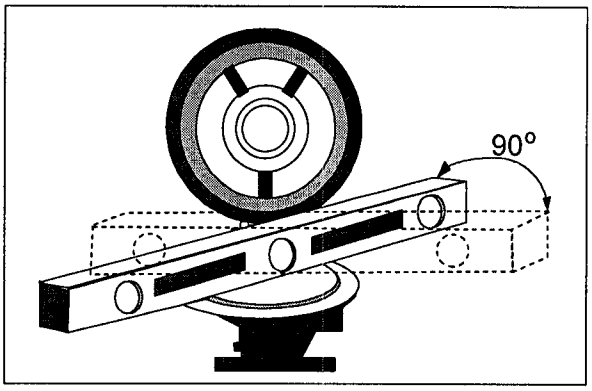

Figure 3-2
d. With lens open, place a level on the flange of the lantern base. **The bubble level on the lantern shall not be used.** See Figure 3-2.